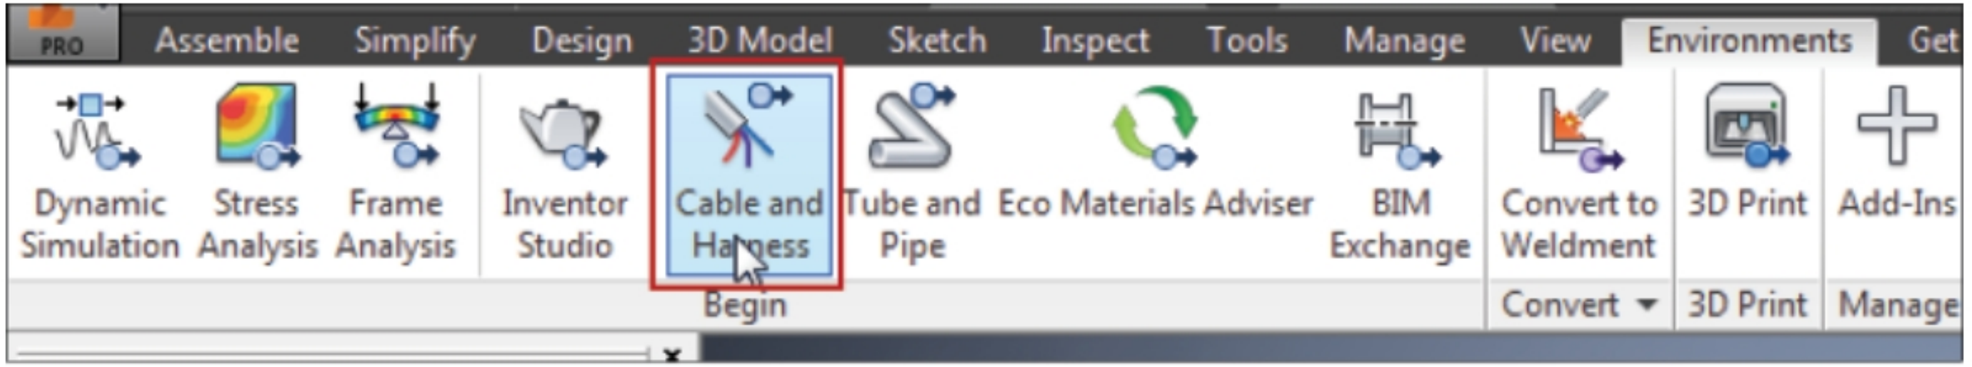
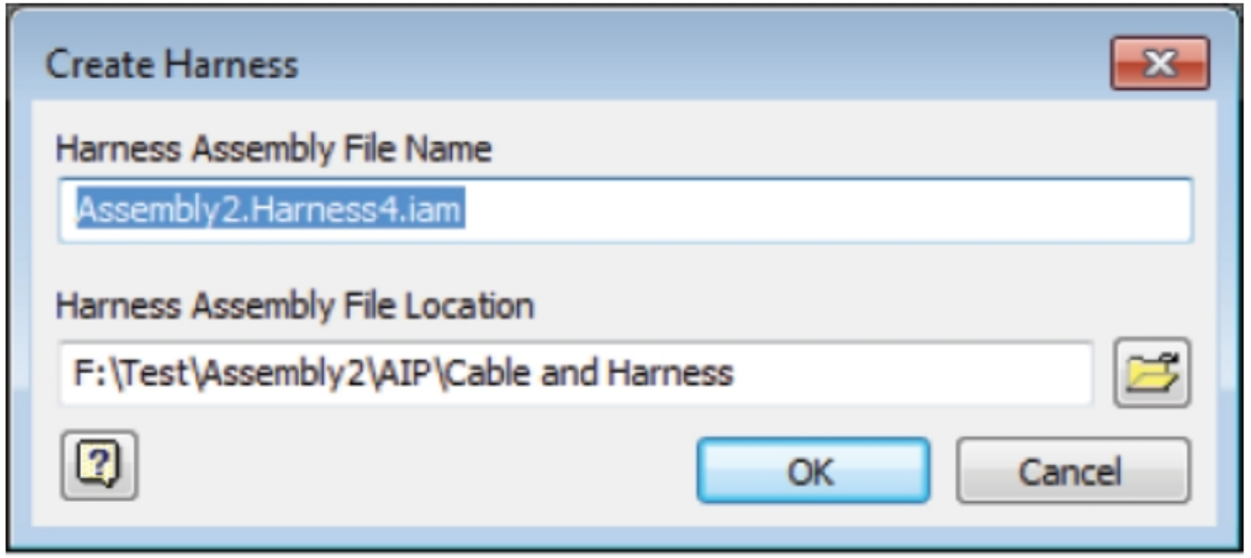

Figure-41. Cable and Harness button
Figure-42. Create Harness dialog box
- Click on the **Cable and Harness** tool from the **Begin** panel in the **Environments** tab of the **Ribbon**; refer to Figure-41. The **Create Harness** dialog box will be displayed; refer to Figure-42.